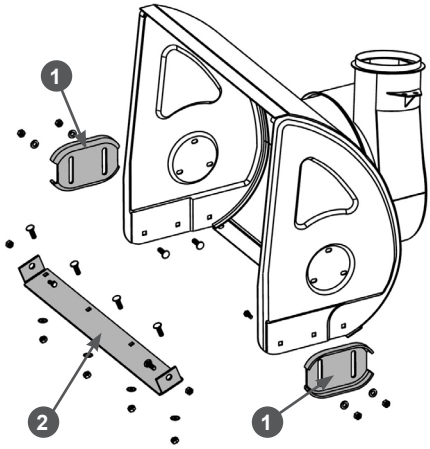

Рис. 51 Обслуживание кожуха шнеков
1. Открутите гайки, извлеките болты крепления полозков 1 (Рис. 51) и снимите полозки с кожуха шнеков.
2. Переверните полозки на 180 градусов или установите новые полозки и закрепите их четырьмя болтами и гайками (Рис. 51). Перед окончательной затяжкой гаек отрегулируйте высоту забора снега.
Для наглядности на Рис. 51 кожух шнеков показан без шнеков, редуктора и валов.
1. Открутите гайки, извлеките болты крепления и снимите нижнюю накладку 2 с кожуха шнеков (Рис. 51).
2. Установите новую нижнюю накладку и закрепите ее болтами и гайками (Рис. 51).